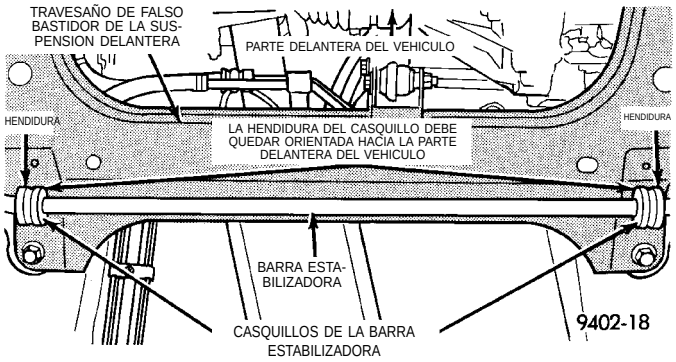

Fig. 42 Instalación correcta del casquillo de la barra estabilizadora al travesaño de falso bastidor
(2) Si los casquillos de la barra estabilizadora al travesaño de falso bastidor delantero requieren reemplazo en el momento de la inspección, instale casquillos nuevos antes de colocar la barra estabilizadora. Para reemplazar los casquillos, abra la hendidura de los mismos y extráigalos de la barra estabilizadora. Para instalar los casquillos nuevos, ábralos por la hendidura y colóquelos a presión en la barra estabilizadora. **Los casquillos deben instalarse en la barra estabilizadora de modo que la hendidura de los casquillos quede orientada hacia la parte delantera del vehículo cuando la barra está instalada en el vehículo (Fig. 42).**